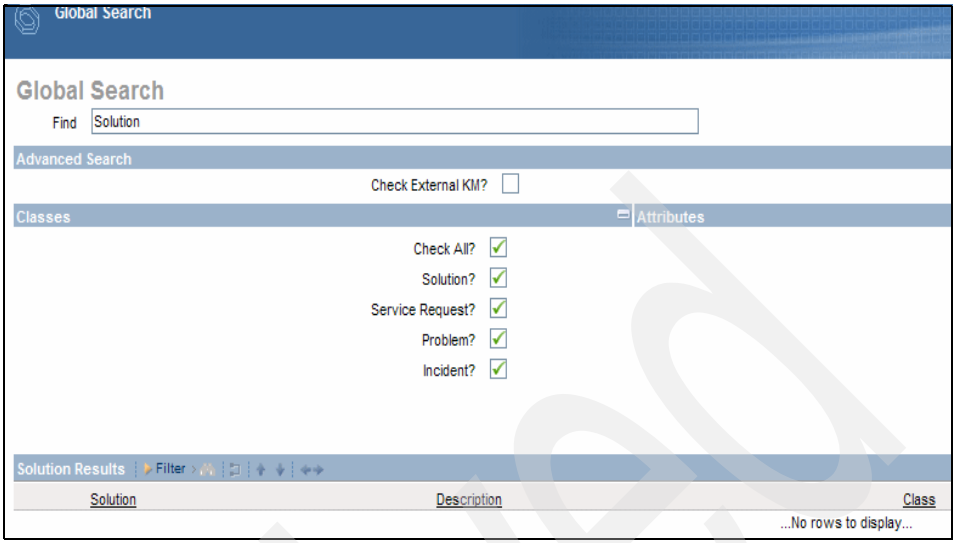

Figure 13-28 No rows to display
11. In the search field, type `Incident`, and press Enter. As seen in Figure 13-28 on page 255, no solution is shown because the restriction applies to Customer SDA, and we created the solution for Customer SDB.